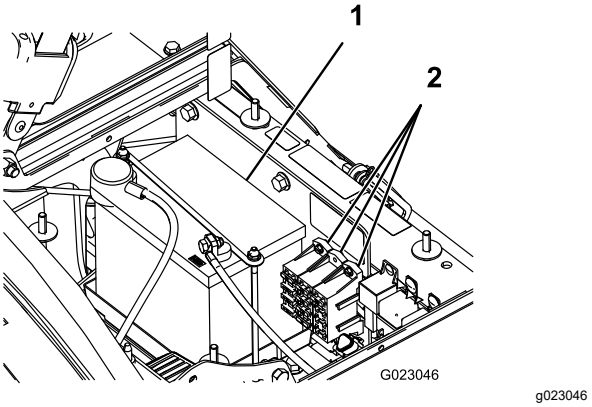

Figure 49
Le système électrique comprend 2 porte-fusibles et 1 emplacement libre. Ils sont situés sous le siège (Figure 49).
2. La batterie est située sur le côté droit de la machine, derrière la pompe (Figure 49).
5. Retirez le dispositif de retenue et les fixations de la batterie (Figure 49).
2. Installez le dispositif de retenue de la batterie et sécurisez-le avec les fixations retirées précédemment (Figure 49).
4. Posez le couvercle de la batterie et fixez-le à l'aide des 2 boutons (Figure 49).
1. Desserrez les boutons sur les côtés du bac de la batterie et déposez le couvercle de la batterie (Figure 49).